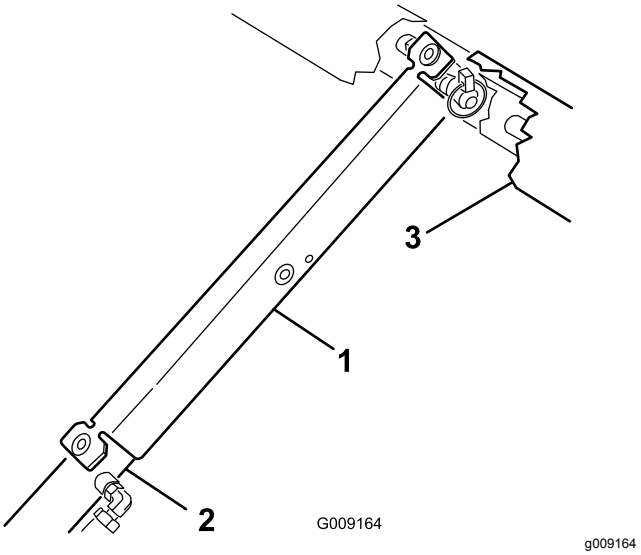

Figur 79
8. Skyv støttepilaren for lasteplanet på sylinderstangen. Påse at pilarendene hviler på enden av sylinderløpet og på stangenden på løftesylinderen (Figur 79).